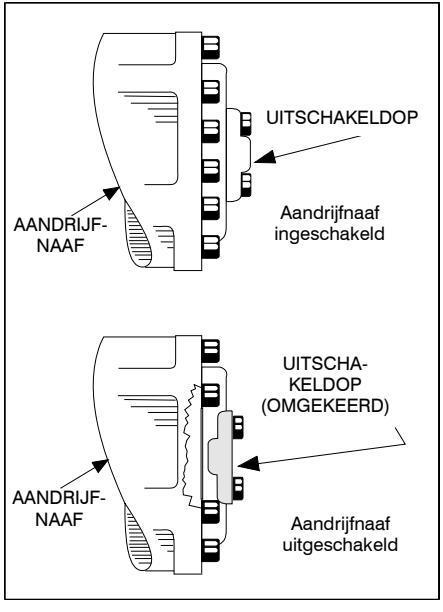

Figuur 4-5. Uitschakelnaaf
2. Schakel de aandrijfnaven uit door de uitschakeldop om te keren. (Zie Figuur 4-5.) Ga als volgt te werk na het slepen van de machine:
3. Schakel de aandrijfnaven weer in door de uitschakeldop om te keren. (Zie Figuur 4-5.)